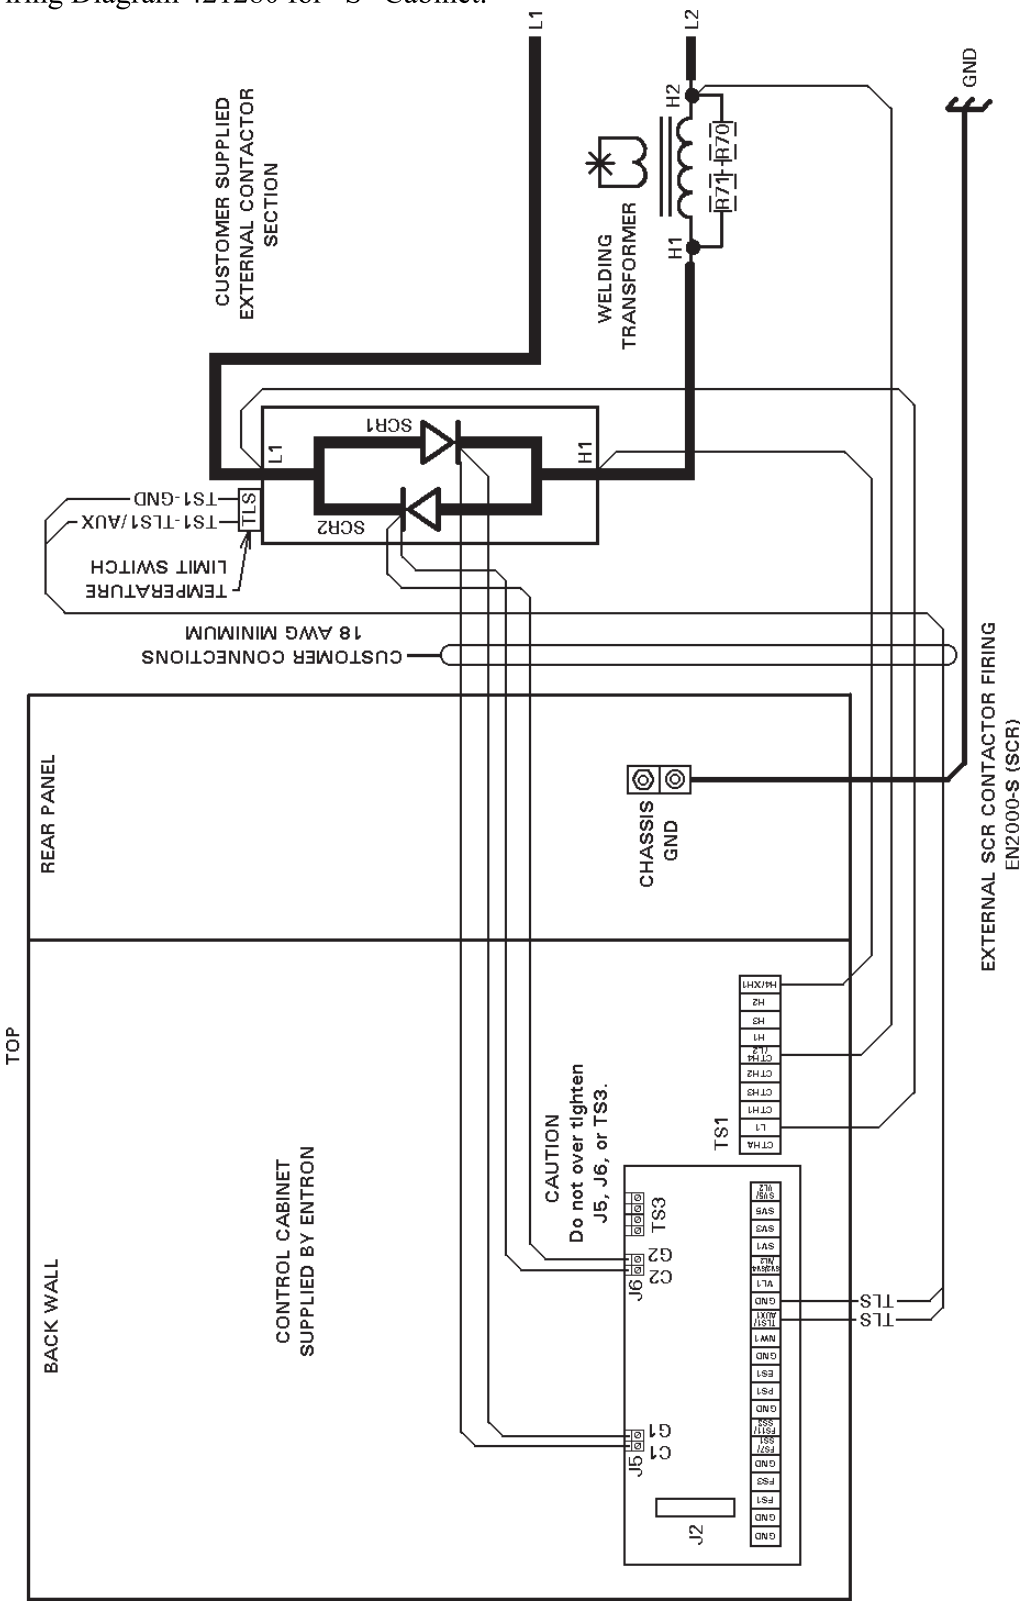

Figure 5-4. *External SCR Contactor hook-up*
– See Figure 5-4 (J5 and J6 are mounted on PCB2)